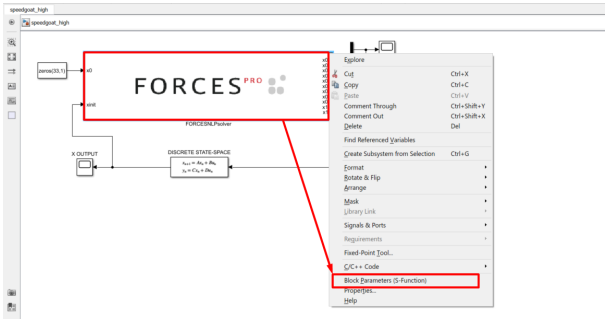

Figure 10.72: Open the FORCES PRO block's parameters.
13. (Figure 10.72) Access the FORCES PRO block's parameters.